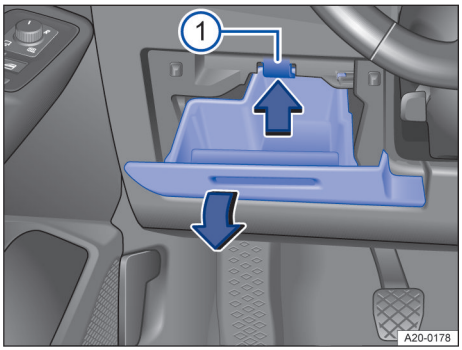

Fig. 178 Cache de la boîte à fusibles dans le tableau de bord : véhicules à direction à gauche, à gauche du volant
① Ergot de fixation
1. Ouvrez le rangement et videz-le si nécessaire → fig. 178.
2. Poussez l'ergot de fixation vers le haut dans le sens de la flèche tout en continuant d'ouvrir et de retirer le rangement dans le sens de la flèche jusqu'à ce que le porte-fusible soit accessible → fig. 178 ①.